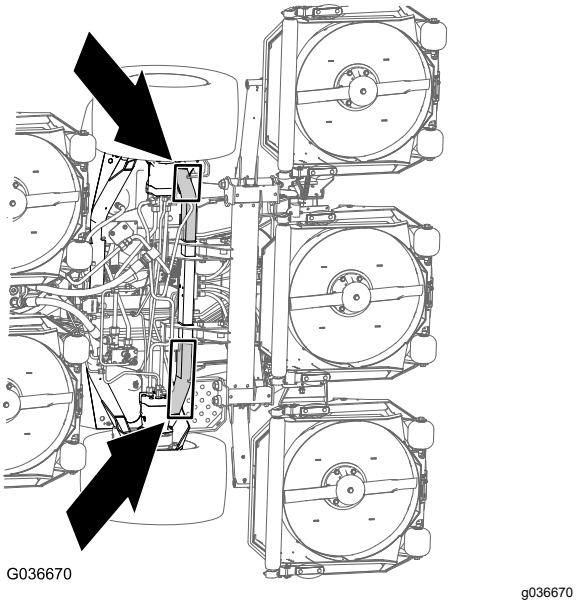

**Figuur 77**
**Vooraan de machine** – op het machineframe, voor de aandrijfmotoren van de wielen (Figuur 77)